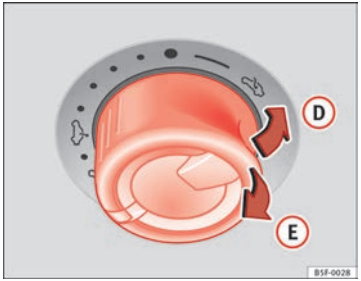

Fig. 60 No revestimento interior do tecto: pressione o comutador e puxe-o para levantar e fechar o tecto.
⇒ Fig. 60
- Durante os 5 segundos seguintes após o disparo da função antientalamento, mantenha o comando puxado para trás ⇒ Fig. 60 (seta (E)) até que o tecto de abrir panorâmico fique completamente fechado.